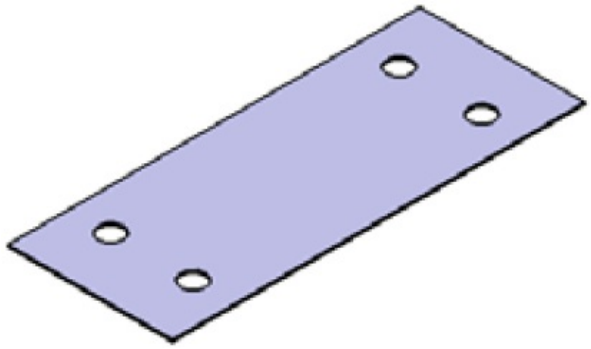

Figure 15-139 *Base wall with the hole feature*
c. Create one hole and then pattern it to create the remaining three instances, refer to Figure 15-139.
3. Create the rectangular pattern of the hole. Change the current view to the isometric view. The base of the sheet metal component after creating the hole feature and the pattern feature is shown in Figure 15-139.